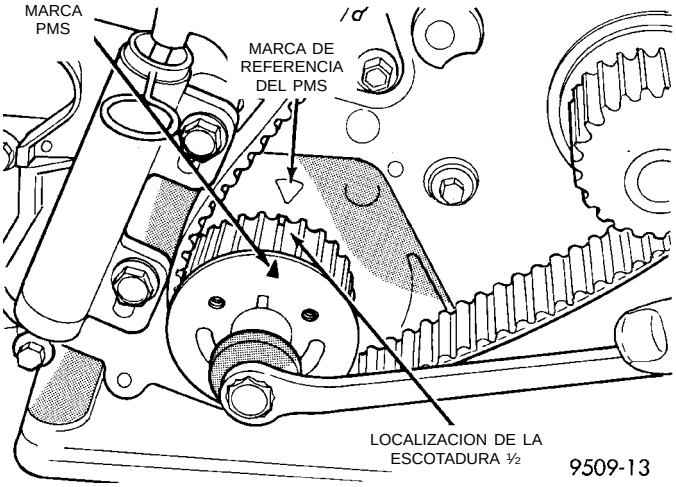

Fig. 48 Ajuste de la rueda dentada del cigüeñal para la instalación de la correa de distribución
(6) Gire el cigüeñal 1/2 diente a la izquierda desde el PMS (Fig. 48).